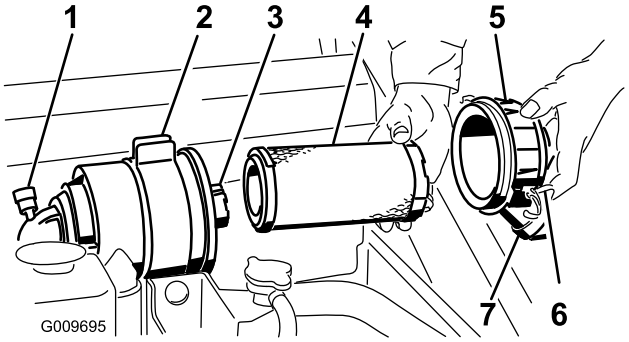

Rysunek 33
Ważne: Serwis filtra powietrza wykonuj tylko wtedy, gdy wskaźnik serwisowy wskazuje kolor czerwony (Rysunek 33). Zbyt wczesna wymiana filtra powietrza może jedynie zwiększyć ryzyko wprowadzenia zanieczyszczeń do silnika po zdjęciu filtra.
4. Zwolnij zatrzaski znajdujące się na filtrze powietrza i zdejmij pokrywę filtra powietrza z obudowy filtra (Rysunek 33).
1. Delikatnie wysuń główny filtr powietrza z obudowy (Rysunek 33). Nie wytrzepuj filtra o ścianki obudowy.
4. Gdy wymieniasz filtr zabezpieczający, ostrożnie wsuwaj nowy filtr do obudowy (Rysunek 33).
5. Ostrożnie wsuń filtr główny na filtr zabezpieczający (Rysunek 33). Upewnij się, że został mocno osadzony, naciskając zewnętrzną krawędź filtra podczas montażu.
6. Załóż pokrywę filtra powietrza stroną oznaczoną jako UP do góry i zabezpiecz zatrzaskami (Rysunek 33).